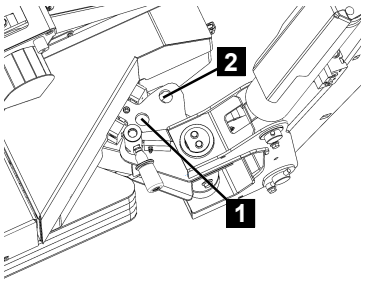

Fig. 131
3. Pivot out the outrigger until the locking bolt is located over the drill hole for the narrow (Fig.131/1) or wide (Fig.131/2) work position.